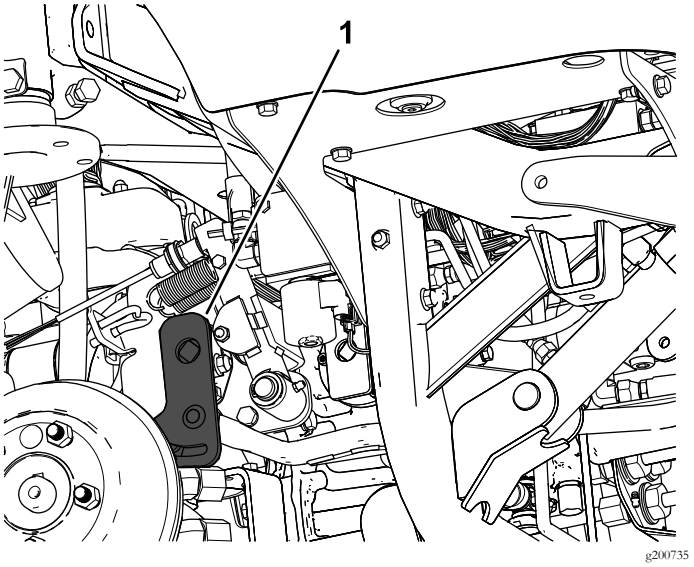

Figur 4
1. Ta reda på och avlägsna drivningsreglagets arm (Figur 4).